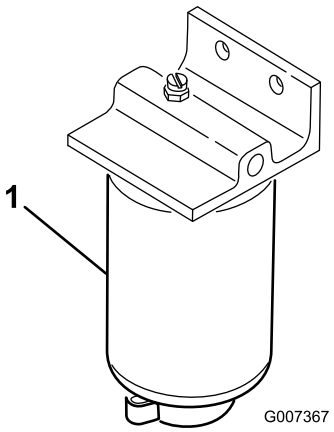

Figur 40
2. Rengör området där filterskålen ska monteras (Figur 40).
4. Öppna filtrets avtappningsplugg och ventilationsventilen (Figur 40).